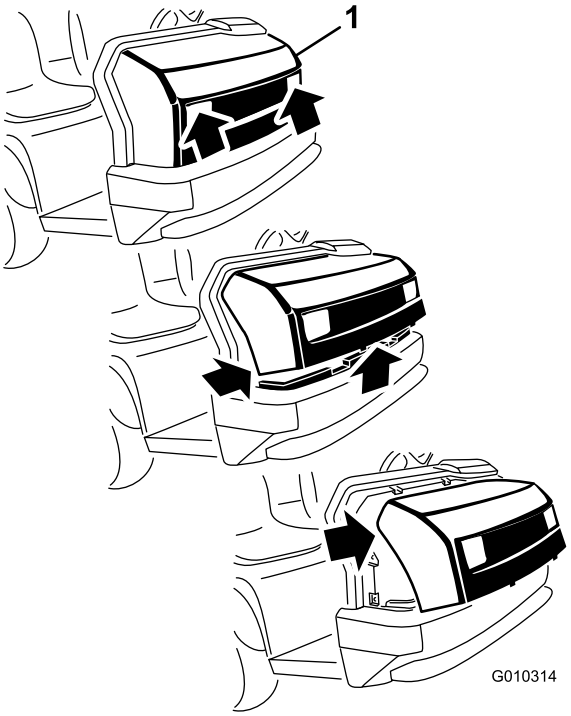

Figur 47
1. Mens du har fat i motorhjelmens forlygteåbninger, løfter du op i motorhjelmen for at frigøre de nederste monteringstapper fra stelrillerne (Figur 47).
2. Drej den nederste del af motorhjelmen opad, indtil du kan trække de øverste monteringstapper af stelrillerne (Figur 47).
3. Drej den øverste del af motorhjelmen fremad, og kobl ledningsstikkene af forlygterne (Figur 47).
2. Indsæt de øverste monteringstapper i stelrillerne (Figur 47).
3. Indsæt de nederste monteringstapper i stelrillerne (Figur 47).